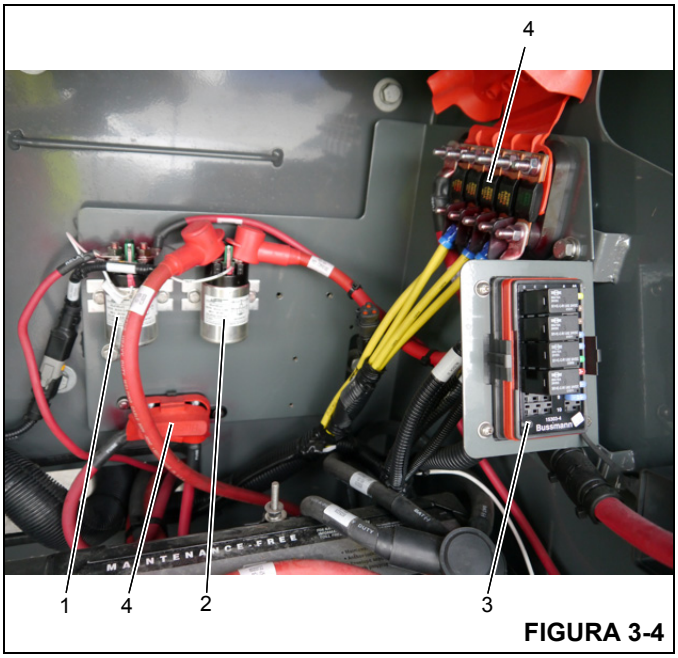

FIGURA 3-4
Los fusibles se encuentran detrás del asiento de la cabina (1) (Figura 3-3). En el tablero de fusibles de la caja de baterías (3) (Figura 3-4) y en la caja de baterías (4).
Los relés se encuentran en la parte trasera de la caja de baterías (Figura 3-4): relé K-301, relé de arranque (1) y relé K-302, relé del calefactor de rejilla (2).